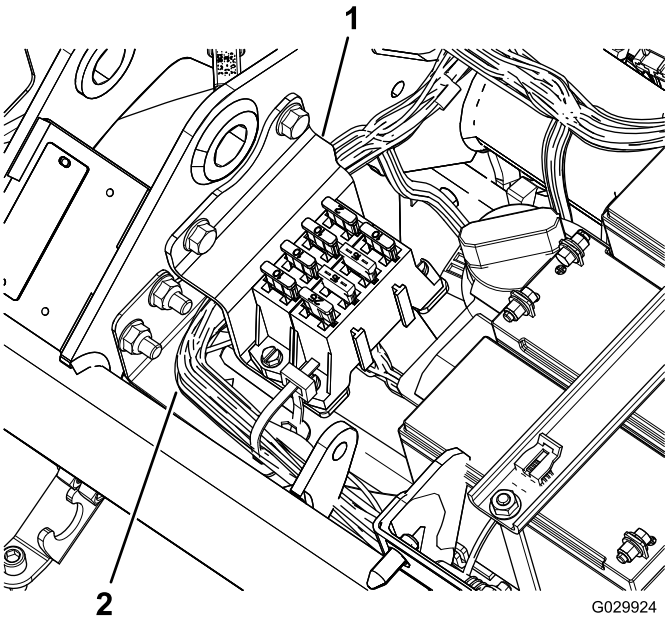

Figure 9
22. Montez le porte-fusibles en faisant passer le faisceau derrière le support (Figure 9).